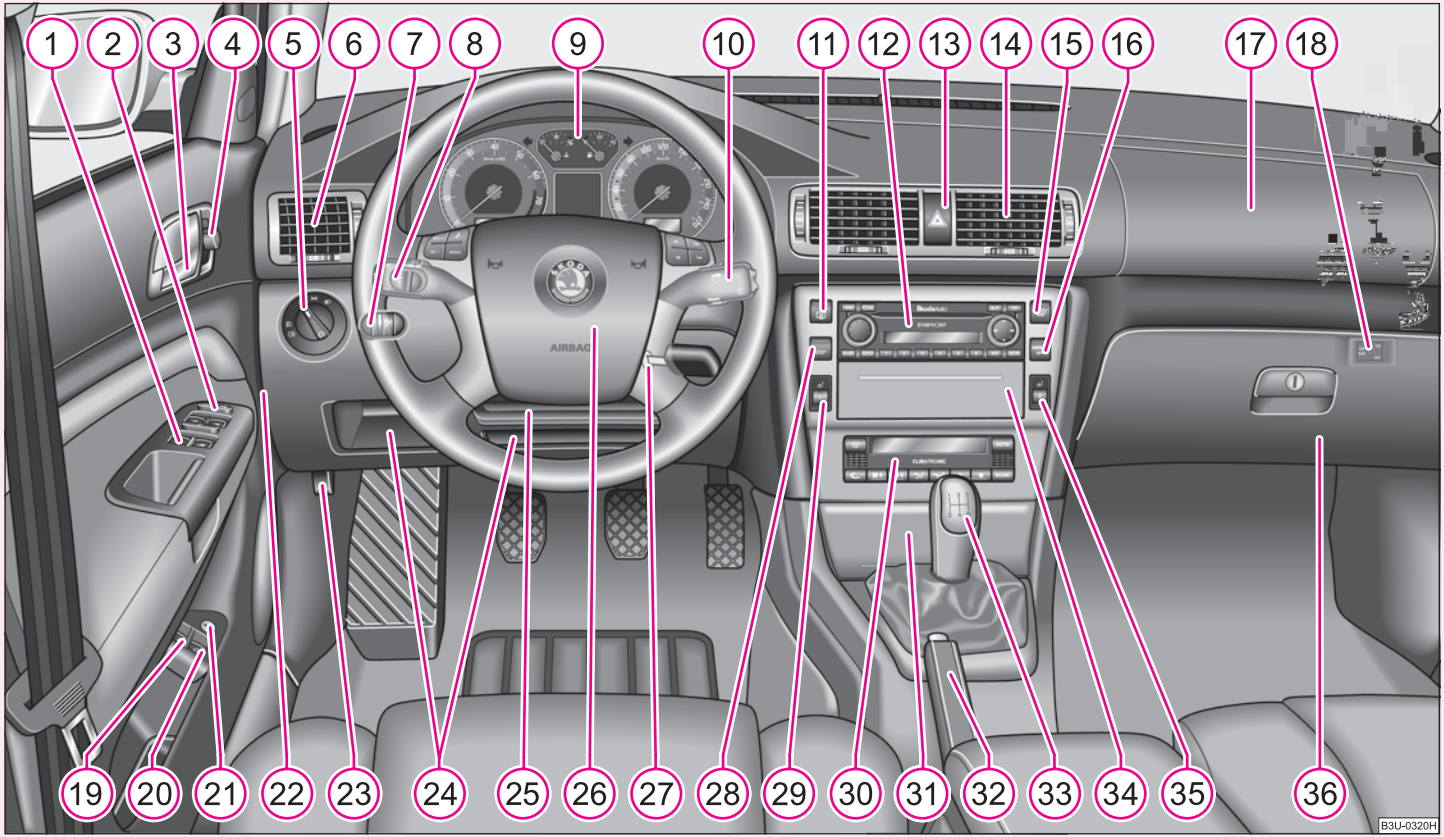

Fig. 1 Certain items of equipment shown in the illustration are only fitted to particular model versions or are optional items of equipment
- The arrangement of the controls and switches and the location of some items on right-hand drive models may differ from that shown in ⇒ page 10, fig. 1. The symbols on the controls and switches are the same as for left-hand drive models. ■